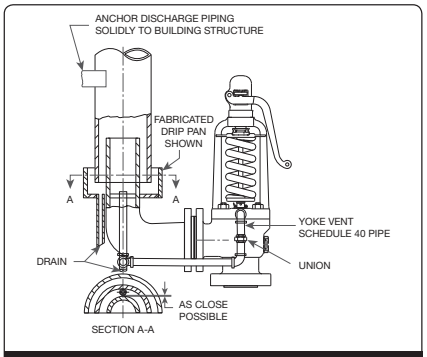

Figure 5: Valve Installation
1. The downstream corner of the header nozzle must be rounded to a radius of not less than .250" (6.35 mm) of the opening diameter. (See Figure 5)
3. In cases where a piping configuration renders the above two recommendations impractical, or impossible, the downstream corner of the header nozzle inlet should be rounded to a greater extent than the upstream corner. The header nozzle entrance should be rounded so the radius at the downstream corner will be equal to a minimum of 1/4 of the nozzle diameter. The radius should be reduced gradually, leaving only a small portion of the upstream corner with a smaller radius. (See Figure 5)